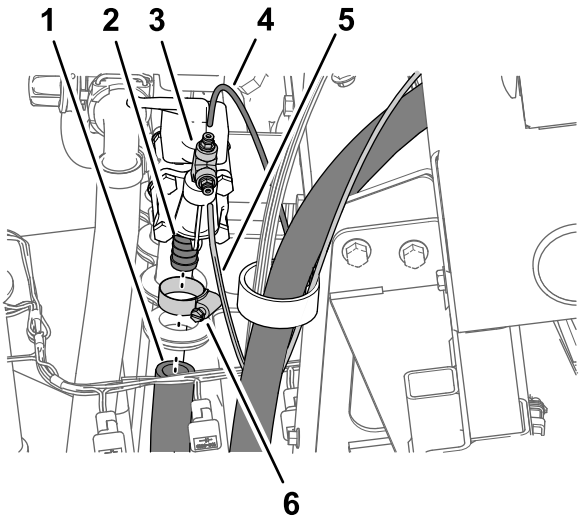

Figur 21
1. På høyre side av trykkontrollventilen fjerner du slangeklemmen som fester innløpsslangen til koblingen med mothaker på kontrollventilen og fjerner slangen fra koblingen (Figur 21).
2. Trykk inn klemhylsen på rørkoblingen og fjern det trykkfølsomme røret for trykkmåleren i dashbordet på maskinen (Figur 21).
3. Trykk inn klemhylsen på rørkoblingen og fjern det trykkfølsomme røret for trykkmåleren for slangetrommelen (Figur 21).
4. Fjern T-stykket og rørkoblingene fra 90°-vinkelkoblingen ved enden av trykkontrollventilen (Figur 21).